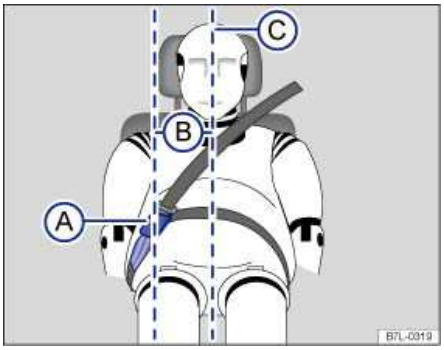

Fig. 58 Positioning of the safety belt extender.
Key to fig. 58:
- **Never use a safety belt extender if the distance (B) between the front edge of the safety belt extender buckle (A) and the centerline of the person using the safety belt extender**
⇒ fig. 58 (C) is less than 6 inches (15 cm).